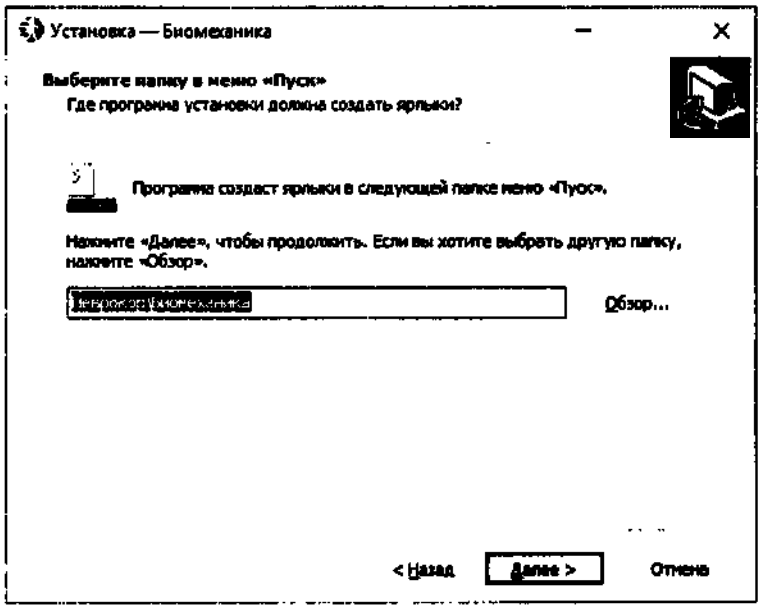

*Рис. 2.5. Окно выбора папки программы в меню «Пуск»*
**В следующем диалоге (см. Рис. 2.5) при необходимости измените папку программы в меню «Пуск» и нажмите кнопку «Далее>».**